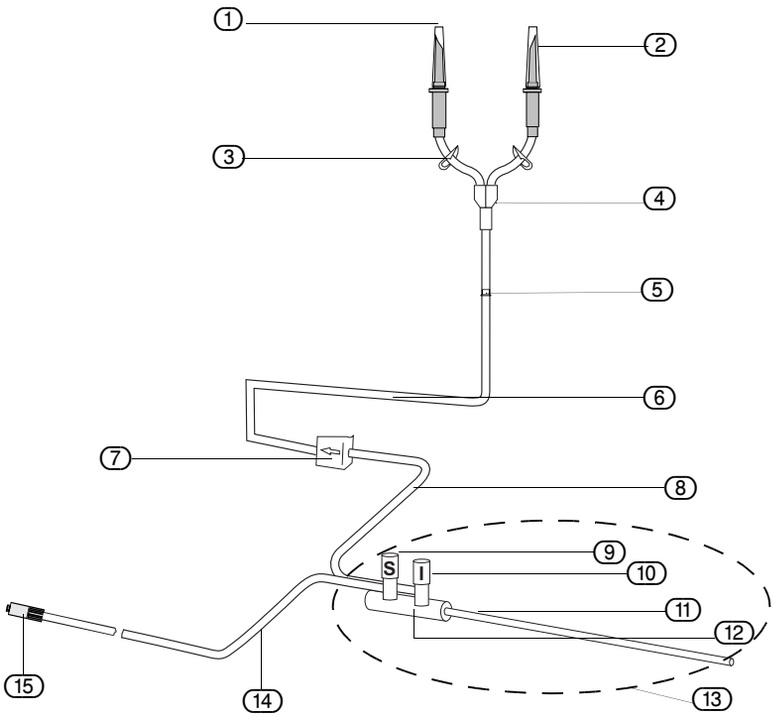
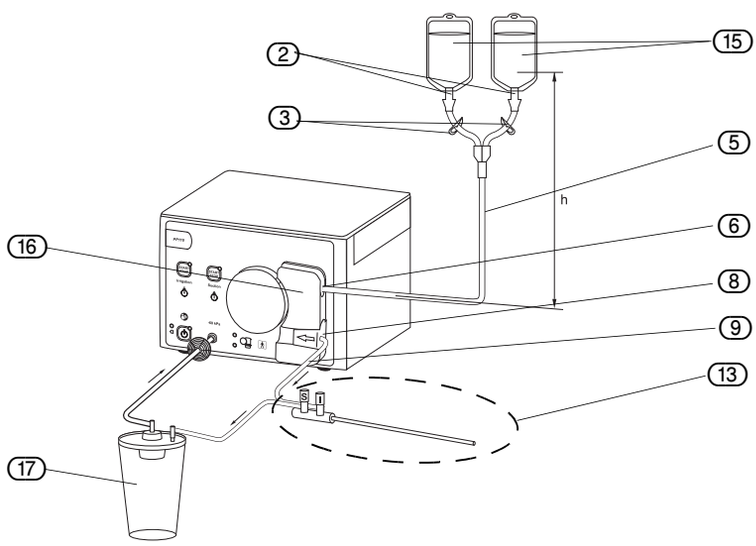

Fig. 5-6 Elements of the suction/irrigation tube set
Fig. 5-7 Inserting the suction/irrigation set
In order to separate sterile from non-sterile areas, assign the following tasks to the "sterile" or "non-sterile" nurse or medical technician. The indicated numbers refer to the Fig. 5-6 "Elements of the suction/irrigation tube set" and Fig. 5-7 "Inserting the suction/irrigation set".
▶ When inserting the roller tube, make sure not to damage the membranes of the pressure chamber. Insert the pressure chamber (8) only if chamber is not pressurized.
▶ Insert the unpressurized pressure chamber (8) carefully into the right notch of the tube retainer (12) up to the stop.
▶ Place the roller tube (7) around the roller wheel.
▶ Connect the suction tube with the suction container (17) (see Fig. 5-7 "Inserting the suction/irrigation set").